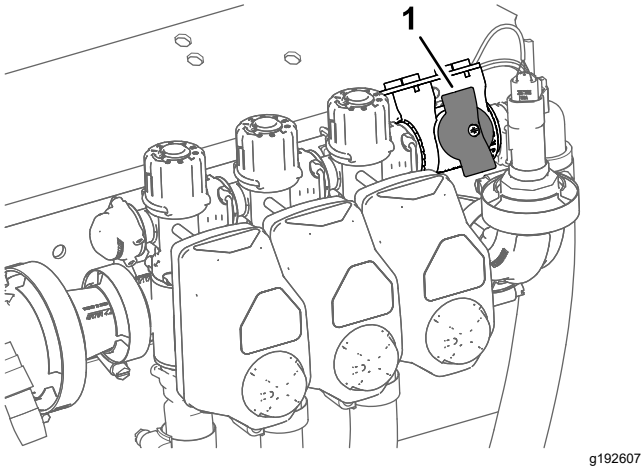

Рисунок 42
2. Поверните ручку отсечного клапана перепуска секции в закрытое положение (Рисунок 42).